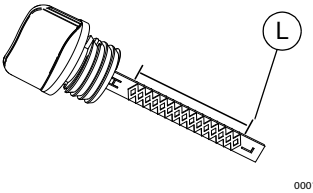

Figure 2-3. Plage de fonctionnement sécuritaire de l'huile
6. Voir la ***Figure 2-3***. Retirez le bouchon-jaugeur, puis vérifiez que le niveau d'huile se situe dans la plage de fonctionnement sécuritaire (au-dessus de la limite minimale [L]).